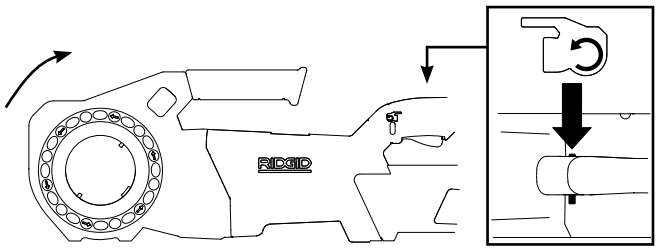

Figur 5A – FOROVER (i klokkeretningen) bryterposisjon
- Skyv Forover/Revers-skyvebryteren til Forover-posisjonen. Trykk og slipp PÅ/AV-bryteren. Bekreft at drivenheten roterer i riktig retning *(se Figur 5A)* og stopper når bryteren slippes.